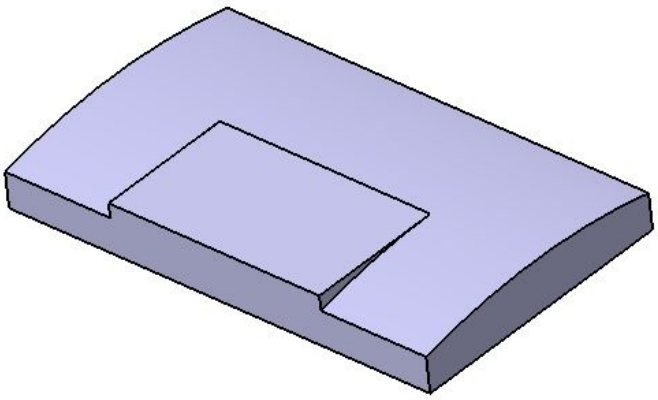

Figure 6-99 *The model after creating the second feature*
5. Select the **Up to next** option from the **Type** drop-down list and exit the **Pad Definition** dialog box. The model after creating the second feature is shown in Figure 6-99.